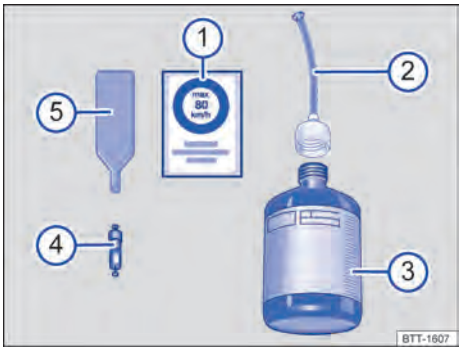

Bilde 222 Innhold i dekkreparasjonssettet (eksempel).
① Klebelapp med teksten "max. 80 km/h" eller "max. 50 mph".
② Påfyllingsslange med propp.
③ Dekktetningsmiddelflaske.
④ Ekstra ventilinnsats.
⑤ Ventilinnsatsverktøy.
På den nederste enden av ventilinnsatsverktøyet → Bilde 222 ⑤ er det en åpning som passer til ventilinnsatsen. Ventilinnsatsen kan bare skrus av og på dekkventilen med dette verktøyet. Det samme gjelder den ekstra ventilinnsatsen ④.
1. Fest klistremerket fra dekkreparasjonssettet → Bilde 222 ① på instrumentpanelet i førerens synsfelt.
3. Skru ventilinnsatsen ut av dekkventilen med ventilinnsatsverktøyet → Bilde 222 ⑤, og legg den på et rent underlag.
4. Rist påfyllingsflasken → Bilde 222 ③ kraftig noen ganger.
5. Fest påfyllingsslangen → Bilde 222 ② på flasken ved å skru den med klokken. Det går automatisk hull på folien på toppen.
6. Fjern proppen fra påfyllingsslangen → Bilde 222 ②, og sett den åpne enden helt på dekkventilen.
9. Skru ventilinnsatsen inn i dekkventilen igjen med ventilinnsatsverktøyet → Bilde 222 ⑤.